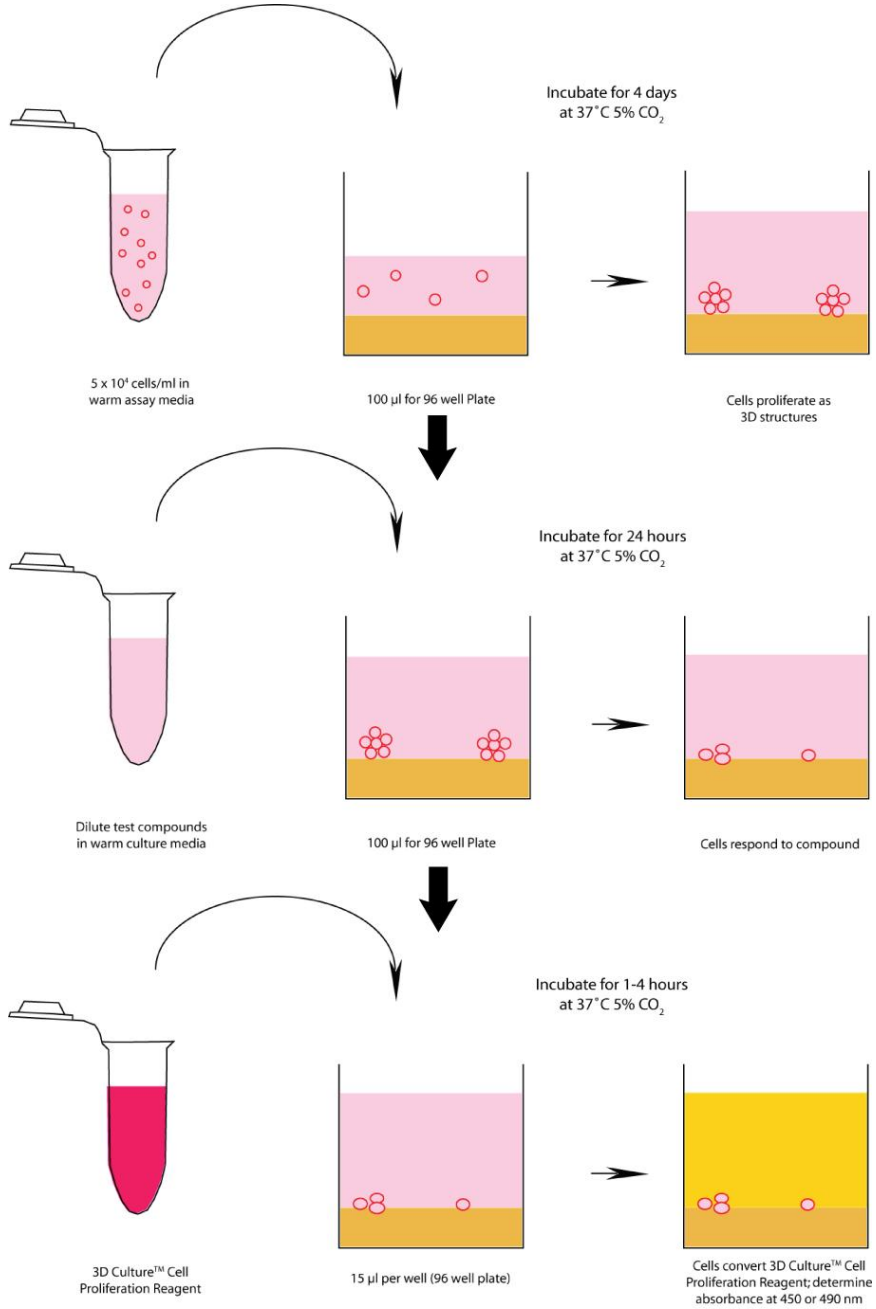

Figure 4. Illustration of protocol for assessment of toxicity in 3D culture.
1. Culture cells at 37˚C in CO_2 incubator for 48 - 96 hours to promote the formation of 3D structures (Figure 4).